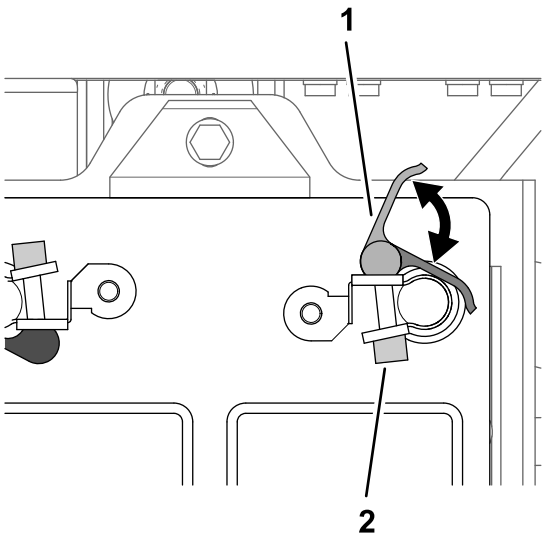

Figur 210
2. Åbn lyntilslutningsklemmens låsehåndtag med det sorte håndtag (Figur 210).
4. Luk lyntilslutningsklemmens låsehåndtag (Figur 210).